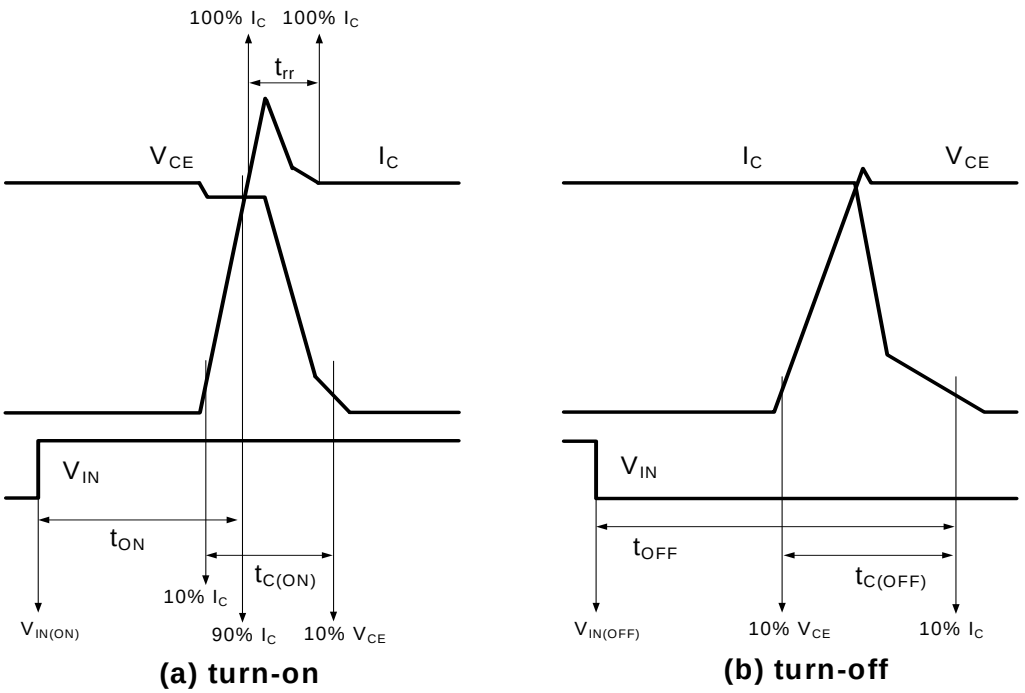

**Figure 4. Switching Time Definition**
6. $t_{ON}$ and $t_{OFF}$ include the propagation delay time of the internal drive IC. $t_{C(ON)}$ and $t_{C(OFF)}$ are the switching time of IGBT itself under the given gate driving condition internally. For the detailed information, *please see Figure 4*.